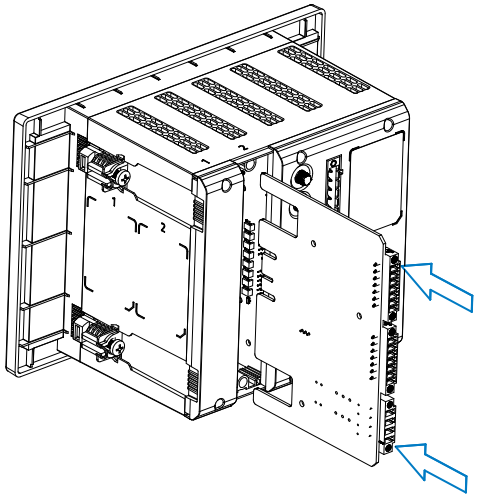

Figure 7: Step 2.
② Insert the module into the slot guide (**Figure 7**).